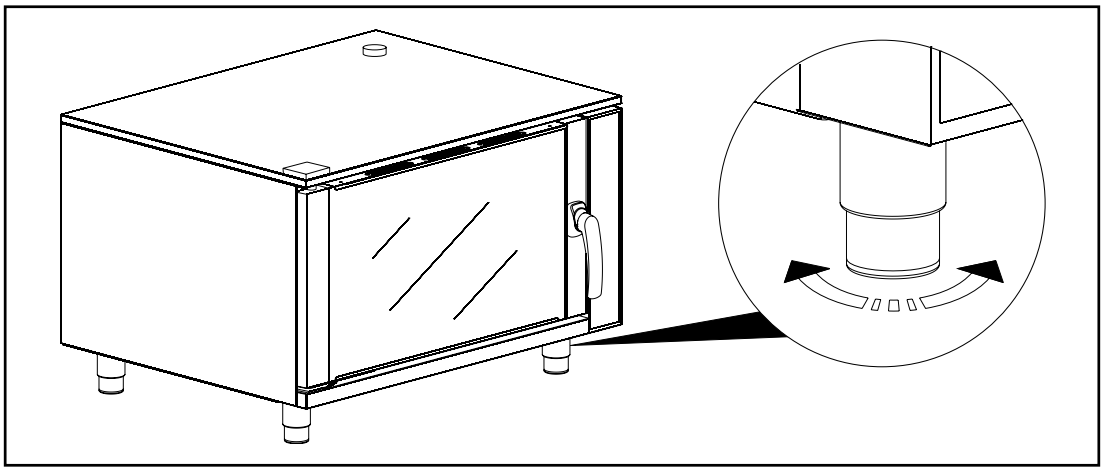

fig. 4
c) Pendant l'installation sur le plan d'appui, effectuer la mise à niveau du four en agissant sur les pieds réglables (voir la fig. 4).